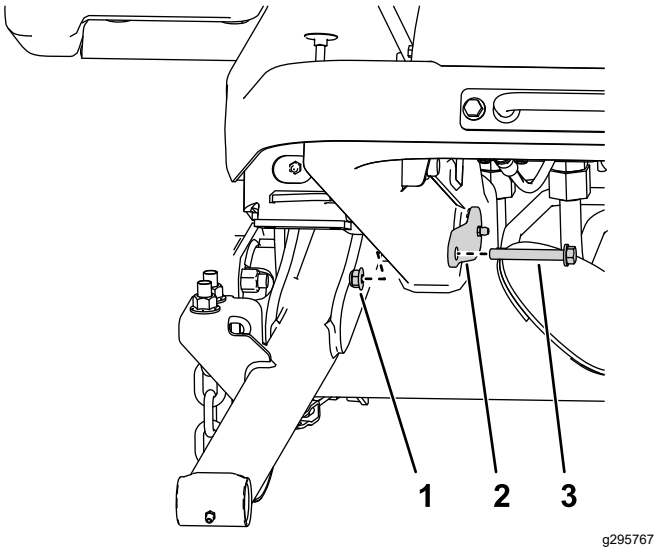

Figura 7
4. Utilizzate 2 dadi (⅜") e 2 bulloni (⅜" x 2¾") per fissare i perni grandi al telaio (Figura 7).